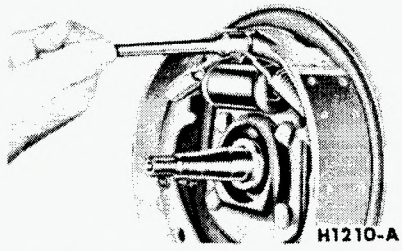
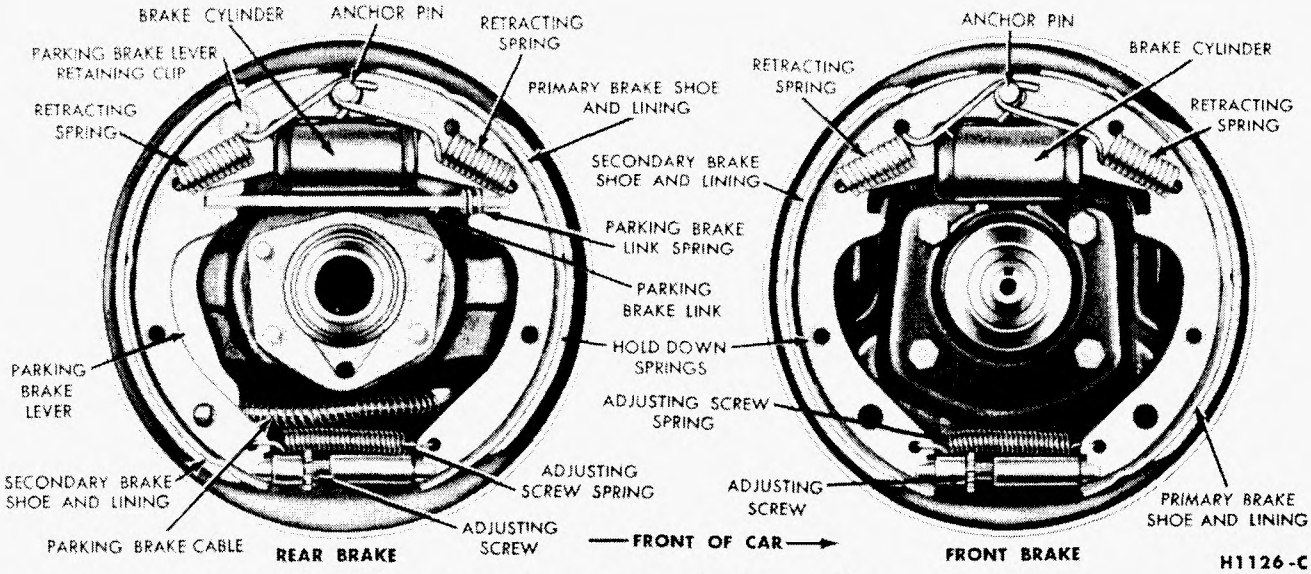

FIG. 22—Retracting Spring Removal
FIG. 23—Falcon Front and Rear Brakes—Typical of Econoline
2. Disconnect the brake shoe retracting springs, using a special tool, as shown in Fig. 22. Remove the hold down springs (Fig. 23).
On the rear brakes, disconnect the secondary brake shoe from the parking brake lever by removing the retaining clip (Fig. 23). Remove the parking brake lever link and spring from between the lever and the primary shoe, then remove the brake shoes from the carrier plate.
2. Insert the brake adjusting screw (Fig. 23) between the lower ends of the brake shoes so that the star wheel will be directly opposite the carrier plate adjusting hole. Install the spring at the lower end of the shoes.
On rear brakes, engage the secondary shoe with the pin on the parking brake lever and secure with the retaining clip (Fig. 23). Install the parking brake link and spring between the lever and the primary shoe.